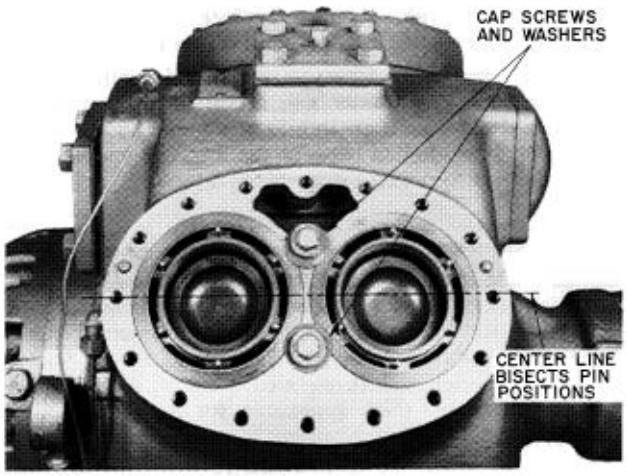

Fig. 40 — Position of Cylinder Sleeves
DISASSEMBLY (FIG. 40)
6. Rotate sleeve so that any 2 valve lifter-pin holes lie equal distances from longitudinal axis of compressor (Fig. 40). In this position, lifter pins line up with suction valve springs.